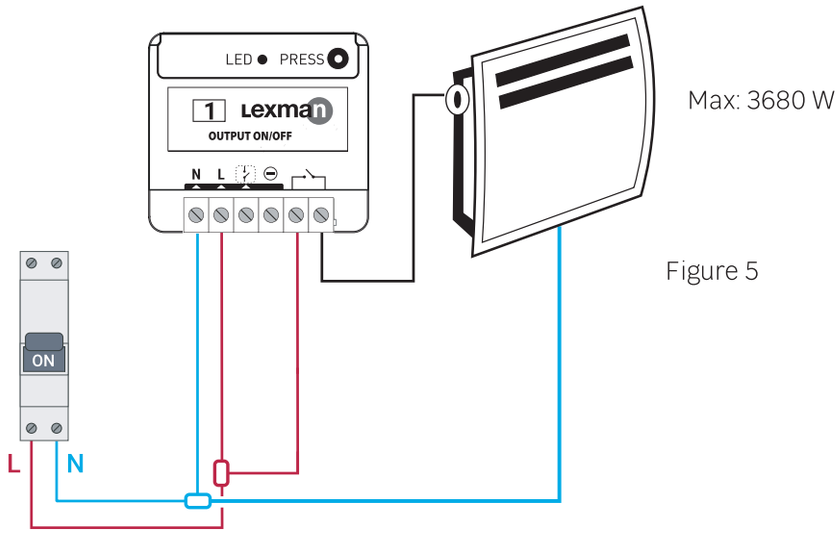

Figure 5
3. Wire the ON/OFF receiver according to the diagram (figure 5).